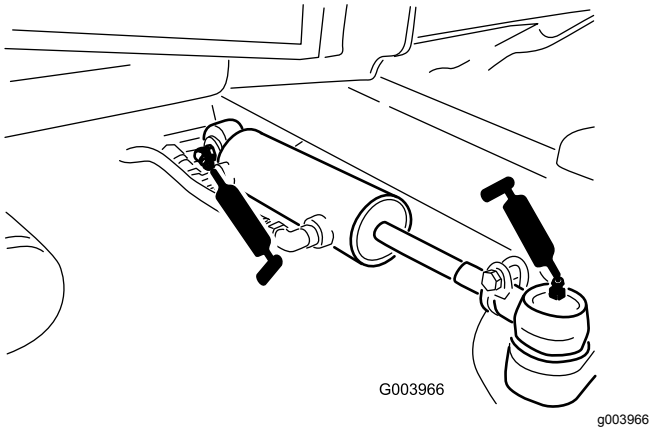

Figur 42
- Styretøjscylinderens kugleled (2) (Figur 42)